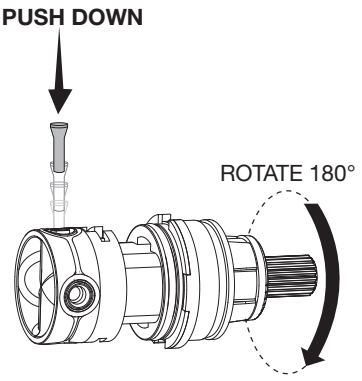

Figure 3A.
- Reinstall the venturi tube by pushing it in. As shown in **FIGURE 3A.**